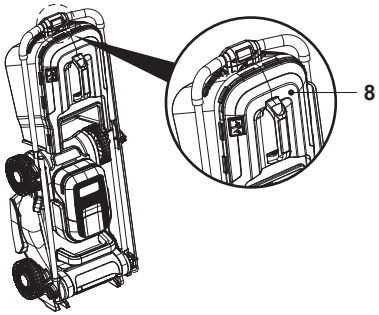

Fig. 22
7. Lo más recomendable es almacenar el cortacésped con el recogedor de hierba (8) enganchado a él y el accesorio triturador (24) montado en el cortacésped (Fig. 22).